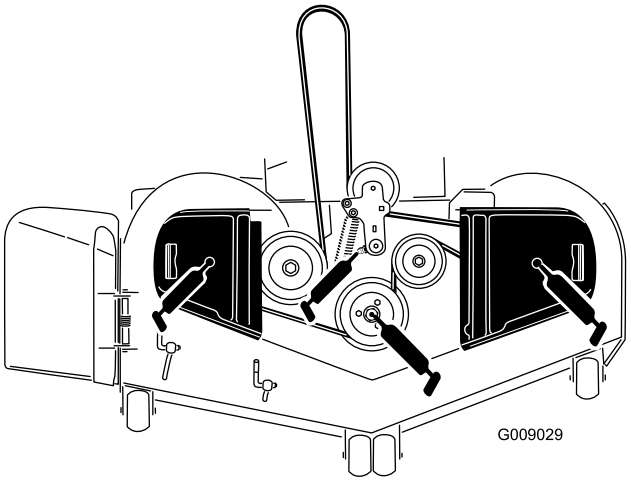

Figuur 47
4. Smeer het scharnierpunt van de spanpoelie van het maaidek tot het smeer er aan de onderzijde uitkomt (Figuur 47).
5. Smeer de nippels aan de bovenzijde van de 3 aslagers tot het smeer er uitkomt (Figuur 47).